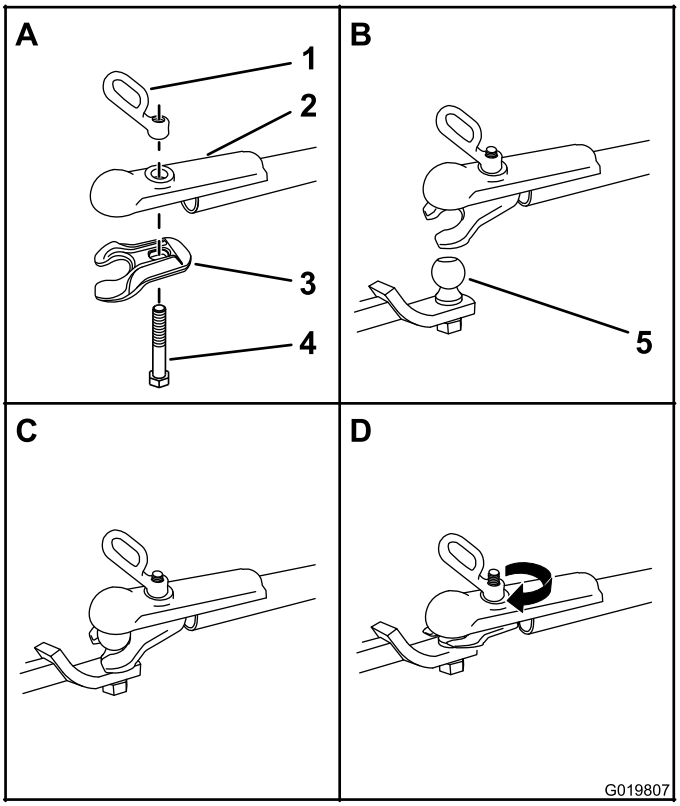

Figure 23
1. Appliquez du frein-filet sur les filetages du boulon de la tête d'attelage pour bloquer la poignée de la tête d'attelage en place (Figure 23).
3. Poussez le boulon de la tête d'attelage dans la chape et le haut de la tête d'attelage, puis fixez la poignée de la tête d'attelage au boulon (Figure 23).
5. Tournez la poigné de la tête d'attelage dans le sens horaire pour la visser sur le boulon jusqu'à ce qu'elle soit bien fixée (Figure 23).